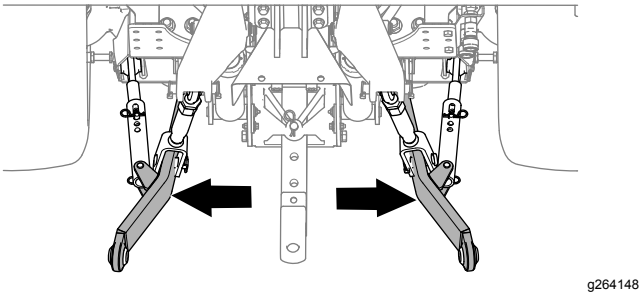

Figur 20
4. Justera krängningshämmararmarna (Figur 20) helt utåt. Se släpfordonets *bruksanvisning*.